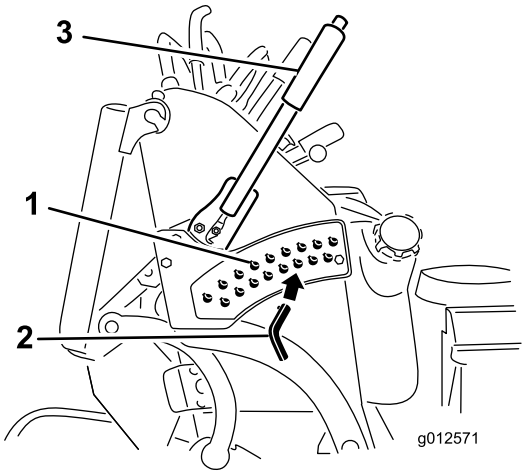

Figure 28
3. Placez l'axe de chape dans le trou du support correspondant à la hauteur de coupe voulue (Figure 28).
4. Appuyez sur le bouton situé sur le dessus et abaissez le levier de réglage de hauteur de coupe jusqu'à la goupille (Figure 28).